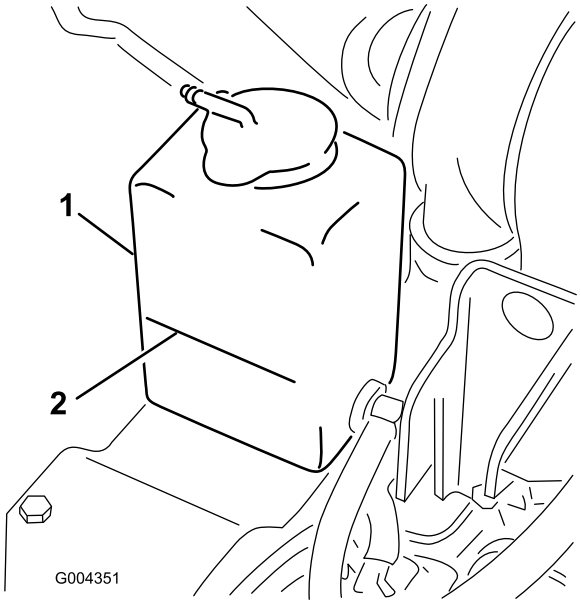

Rysunek 20
1. Sprawdź poziom płynu chłodzącego w zbiorniku rozprężnym (Rysunek 20).